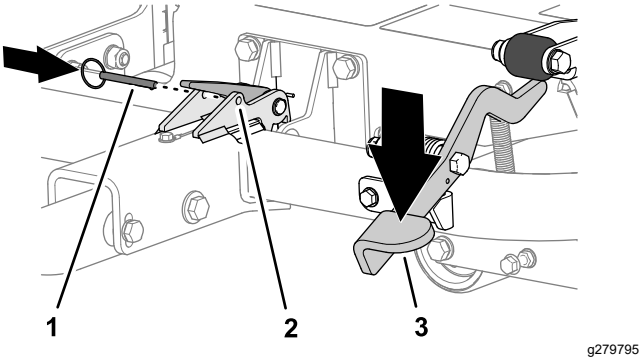

Figur 19
3. Trampa på dragkrokens pedal tills dragkroken låses på plats (Figur 19).
4. För in låspinnen genom hålen i spärren (Figur 19).